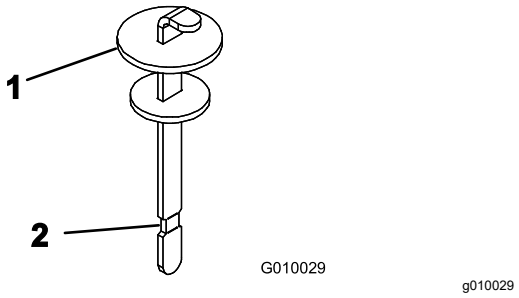

Figur 63
4. Fjern målepinden fra påfyldningsstudsen, og tør den af med en ren klud. Indfør oliemålepinden i påfyldningshalsen, tag den op igen, og kontroller væskestanden. Væskestanden skal nå op til mærket på målepinden (Figur 63).